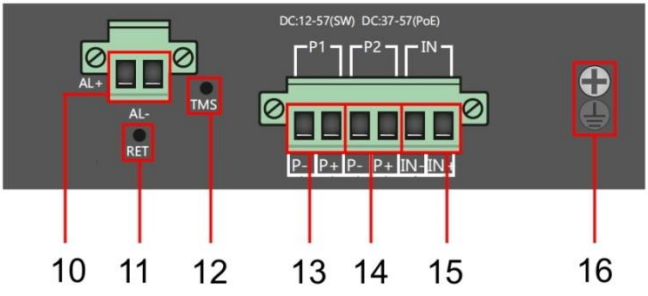

Рис. 3 Коммутаторы SW-80804/ILS(port 90W,300W) и SW-80804/ILS(port 90W,720W), разъемы и кнопки верхней панели
- Для обеспечения функционирования встроенной грозозащиты необходимо надежно заземлить корпус коммутатора (13) рис.3.